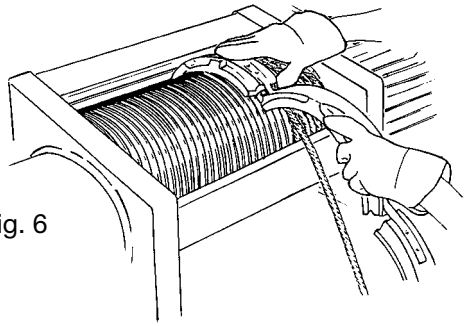

Fig. 6
**Montaggio anello guidafune:** introdurre l'anello guidafune (Fig. 6) mettendolo in posizione nelle scanalature tamburo.